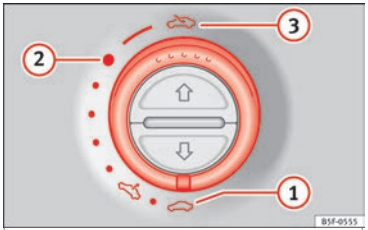

Afb. 13 In de hemelbekleding: draai aan de schakelaar voor openen en sluiten.
- Ontgrendelen: schakelaar in stand ››› **afb. 13** (3) draaien.
- Comfortstand: schakelaar in stand ››› **afb. 13** (2) draaien.
- Sluiten: schakelaar in stand ››› **afb. 13** (1) draaien.